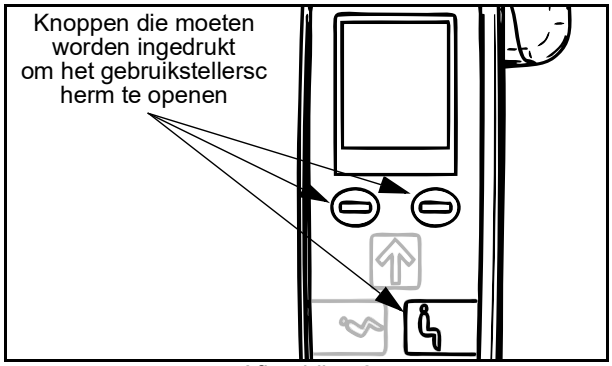

Afbeelding 2
2. Druk de twee knoppen op de afstandsbediening onder het display tegelijk in, evenals de ‘zitstand’-knop van het kanteljuk (zie Afbeelding 2). Schakel de unit, terwijl u de knoppen ingedrukt houdt, in met de aan/uit-knop en houd de knoppen nog drie seconden ingedrukt of totdat u een reeks van drie pieptonen hoort.